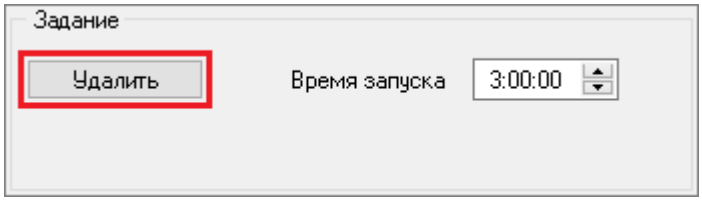

Рисунок 4-63 Кнопка "Удалить" в поле "Задание"
– *если необходимо отключить заданное ранее расписание без создания нового, нажмите кнопку «Удалить» в поле «Задание»* (см. Рисунок 4-63).